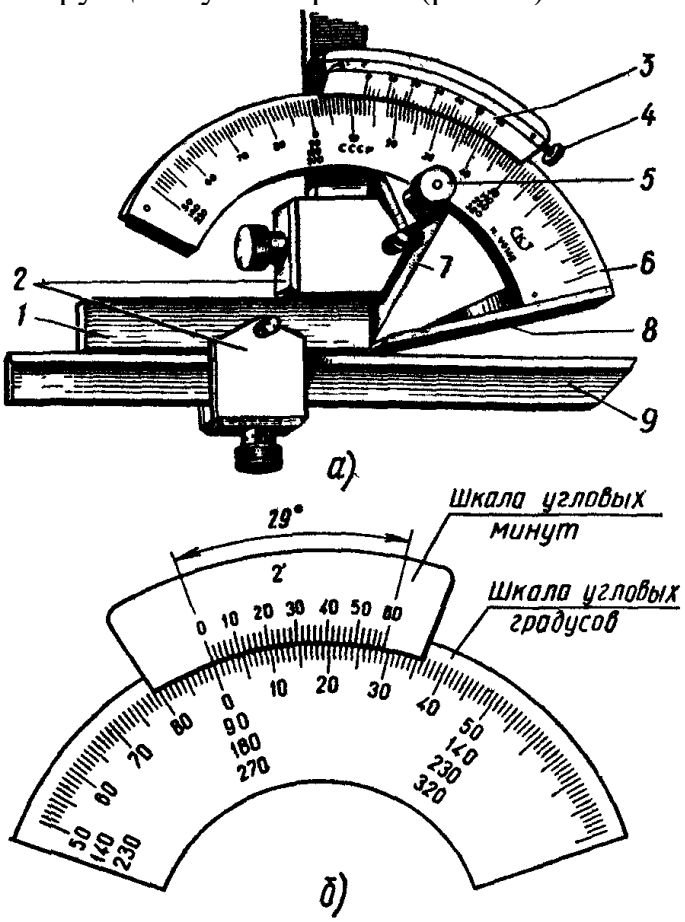

Рис. 20. Угломер УН
1. Ознакомиться с конструкцией угломера УН (рис.20).
2. Устройство нониуса: угол между крайними штрихами нониуса равен 290 и разделен на 30 частей, но в отличие от угломера УМ построен на дуге большего радиуса, следовательно, расстояние между штрихами больше, это облегчает чтение показаний (рис. 20,б).